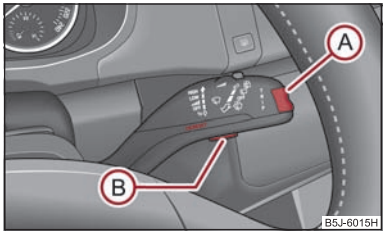

Fig. 19 Multi-functional indicator: Control elements
- Press button (B) ⇒ fig. 19. **Speed warning 50 km/h (warning at 50 km/h)** is displayed in the information display*. You can increase or reduce this value with the aid of the button (A).
- After repeated pressing of the button (B), the value is stored.
If you now exceed the set speed limit, **Speed 50°km/h exceeded** will be shown on the display. This text is shown until you lower the speed below the set limit or you switch off the displayed text with the button (B) ⇒ fig. 19. ▶